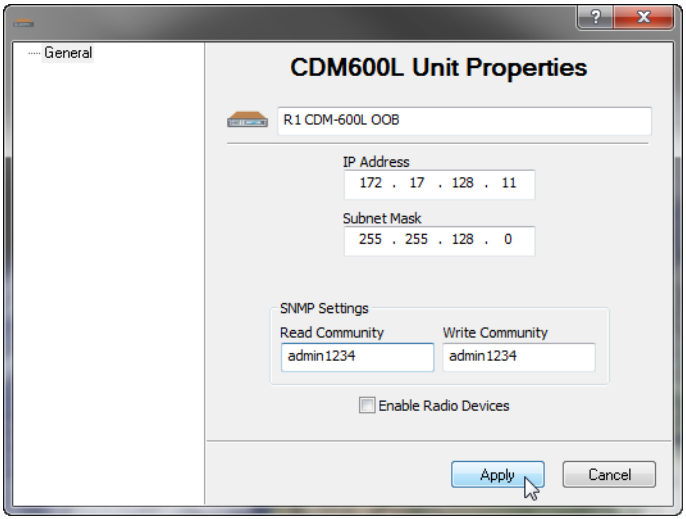

Figure 7-4 CDM-600L Unit Properties dialog
5. To perform edits to a declared modem, right-click on the newly added unit and select **Properties** from the drop-down menu. The **Unit Properties** dialog will be displayed, as shown in figure 7-4.